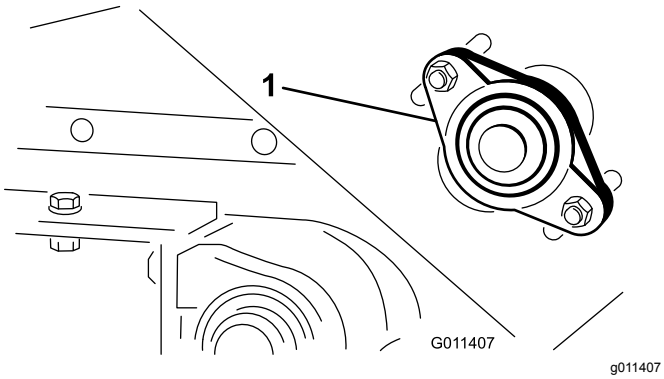

Figuur 22
1. Zet de moeren los waarmee de lagerbehuizing (Figuur 22) bevestigd is aan de rechterkant van de machine.